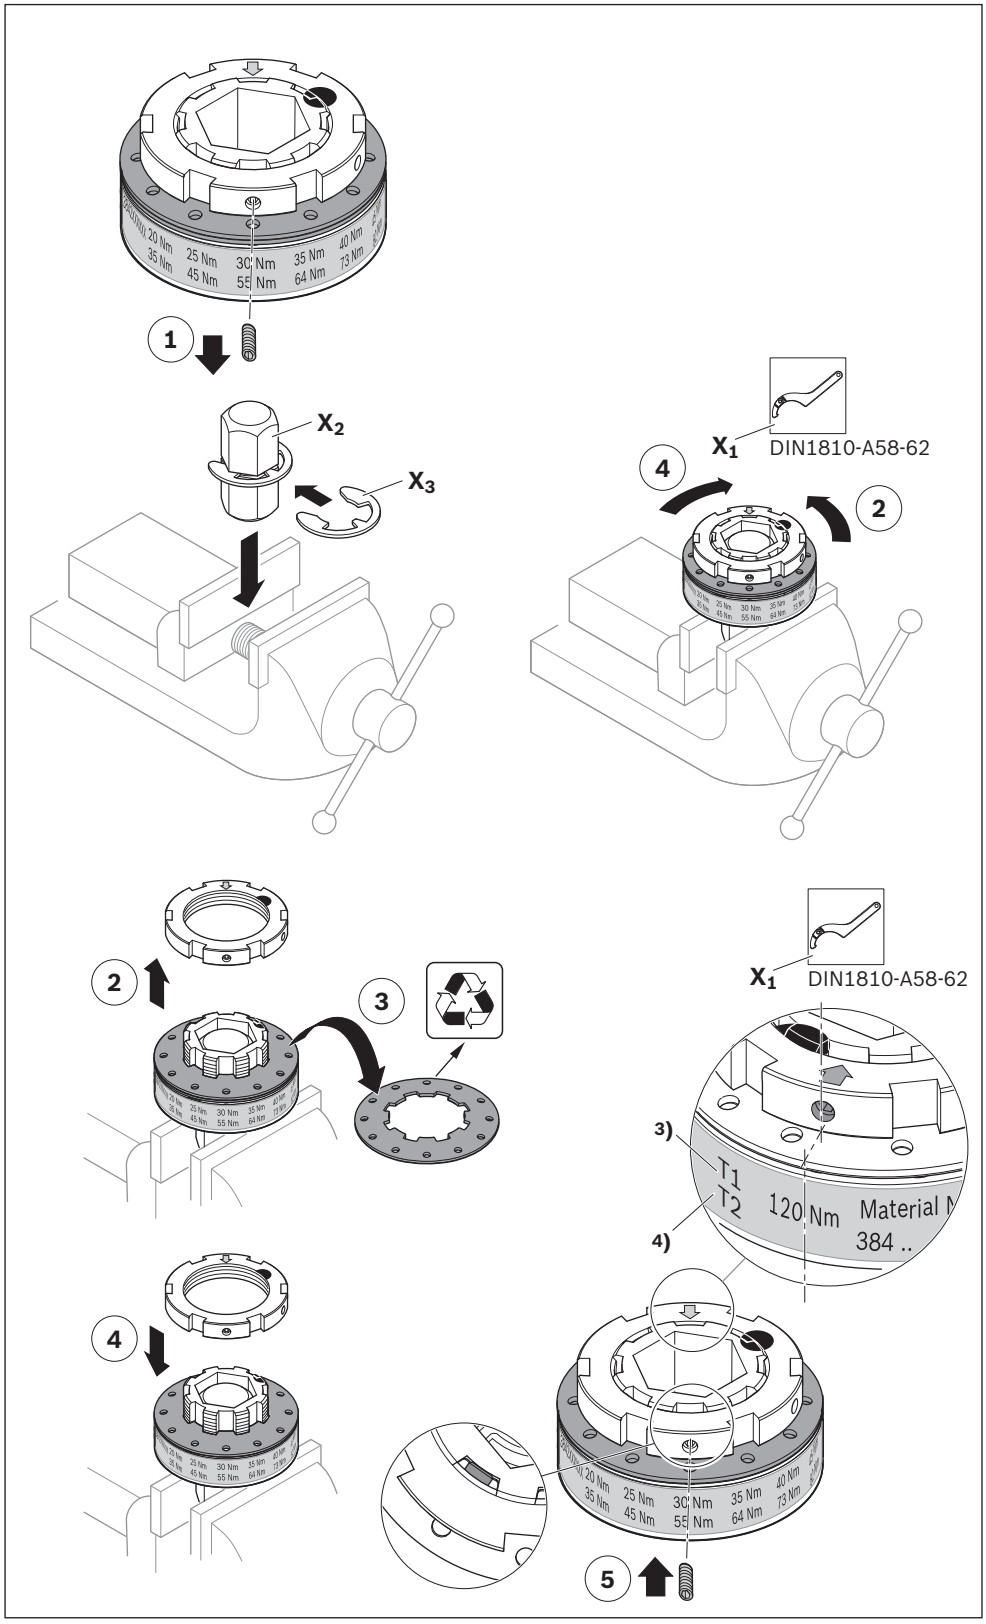

Fig. 160: Safety coupling modification
- Observe the electrical connection values shown on the motor nameplate, see Fig. 160 on page 171.